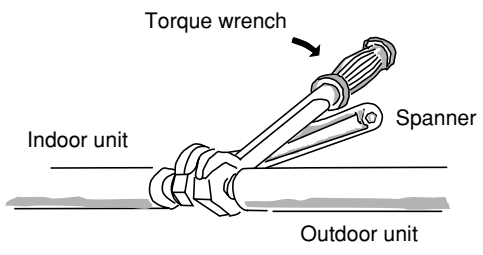

**Fig. 7-6**
(1) Tightly connect the indoor-side refrigerant tubing extended from the wall with the outdoor-side tubing.
(2) To fasten the flare nuts, apply specified torque as at right.
- When removing the flare nuts from the tubing connections, or when tightening them after connecting the tubing, be sure to use 2 monkey wrenches or spanners as shown. (Fig. 7-6)